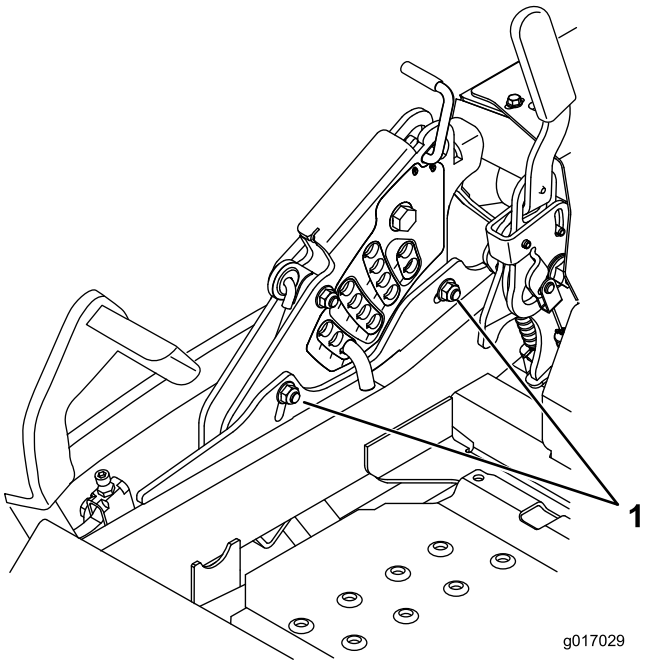

Figur 88
12. Hvis du vil justere ettrinnsjusteringsenheten, må du løsne de to boltene nederst på klippehøydeplaten. Se Figur 88.
14. Stram til de to boltene nederst på klippehøydeplaten (Figur 88). Stram til med et moment på 37–45 Nm.